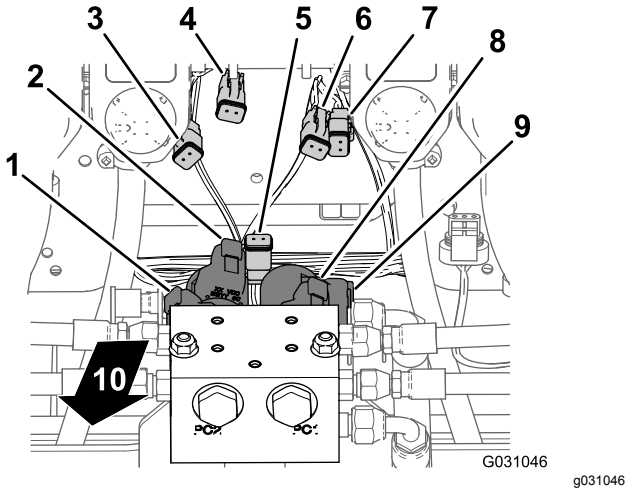
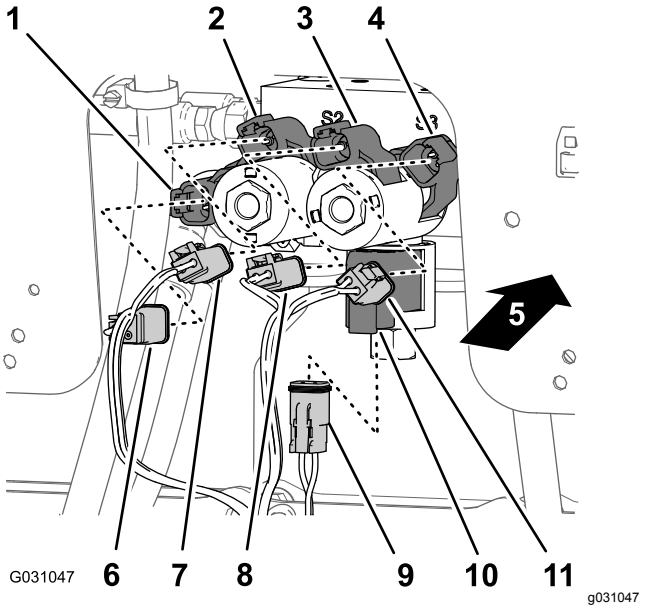

**Figur 131**
**Figur 132**
1. I bunden af løftecylindermanifolden sluttes konnektoren med 2 sokler fra bageste ledningsnet mærket **Enable Solenoid (aktiver solenoide)** til konnektoren med 2 ben til den aktiverede solenoide (Figur 131 og Figur 132).
2. Ved nedre højre solenoide sluttes bageste ledningsnets konnektor med 2 sokler mærket **Right Down (højre ned)** til konnektoren med 2 ben til den højre, nedre solenoide (Figur 131 og Figur 132).
3. Ved øvre højre solenoide sluttes bageste ledningsnets konnektor med 2 sokler mærket **Right Up (højre op)** til konnektoren med 2 ben til den højre, øvre solenoide (Figur 131 og Figur 132).
4. Ved nedre venstre solenoide sluttes bageste ledningsnets konnektor med 2 sokler mærket **Left Down (venstre ned)** til konnektoren med 2 ben til den venstre, nedre solenoide (Figur 131 og Figur 132).